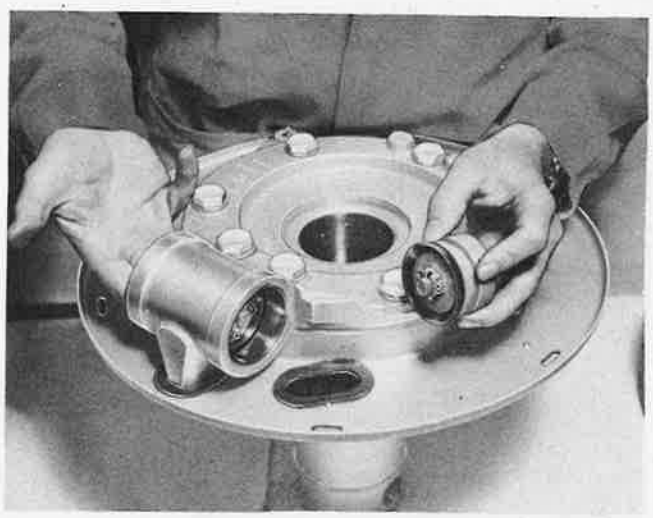

Figure 172—Installing Piston and Cup Assemblies
(1) Install the piston and cup assemblies in the brake cylinder (figure 172). Be sure the brake bleeder valve is open when installing the pistons.